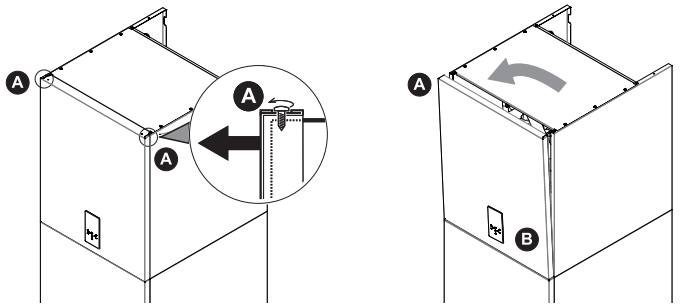

fig. 15 - smontaggio pannello frontale
- Svitare parzialmente le viti A (vedi "fig. 15 - smontaggio pannello frontale").
- Estrarre il pannello B e sganciarlo dai fissaggi superiori (vedi "fig. 15 - smontaggio pannello frontale").